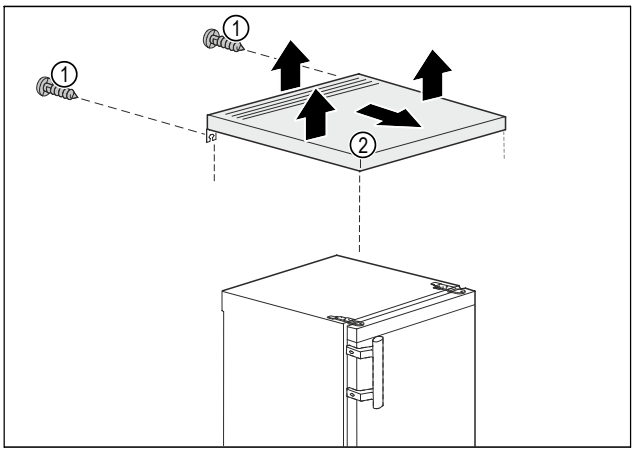

Fig. 3
▶ Odstraňte šrouby *Fig. 3 (1)* na zadní straně.
▶ Zvedněte stolovou desku *Fig. 3 (2)* vzadu.
▶ Stolovou desku *Fig. 3 (2)* posuňte dopředu.
▶ Stolovou desku *Fig. 3 (2)* vyjměte nahoru.
▷ Stolová deska *Fig. 3 (2)* je odstraněná.